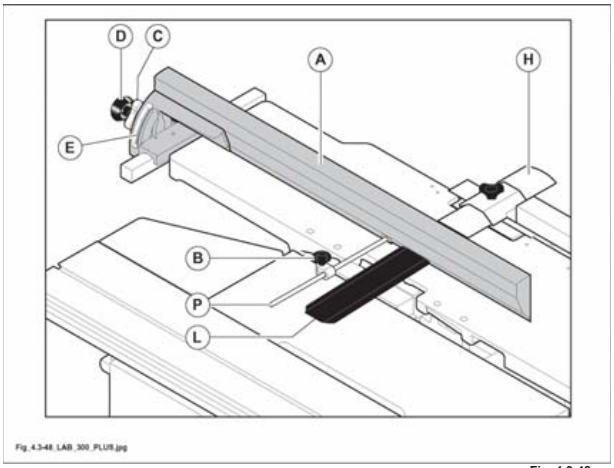

Fig. 4.3-48
- Posizionare la guida filo (A fig. 4.3-48) nella posizione desiderata e serrare il pomello (D fig. 4.3-48).
- Per inclinare la guida da 90° a 45° allentare il bloccaggio (C fig. 4.3-48) e procedere facendo riferimento all'indice (E fig. 4.3-48).
- A regolazione eseguita portare il fermo guida (P fig. 4.3-48) in battuta sulla guida filo (A fig. 4.3-48) e serrare il pomello (B fig. 4.3-48).
le protezioni (H fig. 4.3-48) e (L fig. 4.3-48) devono essere sempre posizionate sull'albero pialla durante la lavorazione.